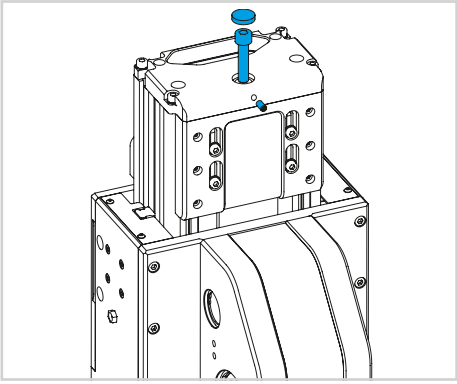

Fig. 3
2) Retirez le capuchon sur la vis de tension, desserrez la vis de pression. Retirez la vis de tension (voir la Fig. 3).